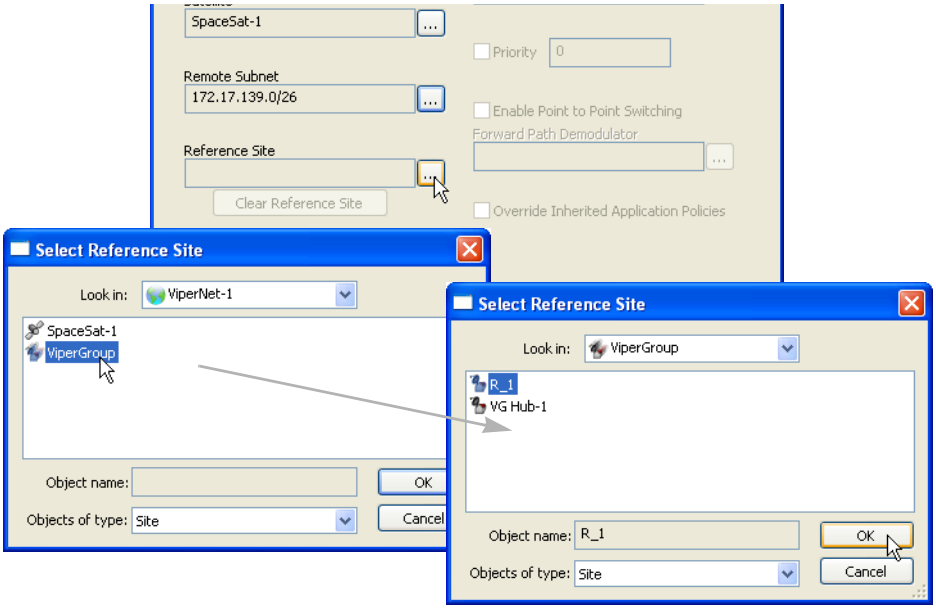

Figure 3-102 Select Reference Site
5. Select the **Reference Site** to be used as the template for building this Remote site (figure 3-102).